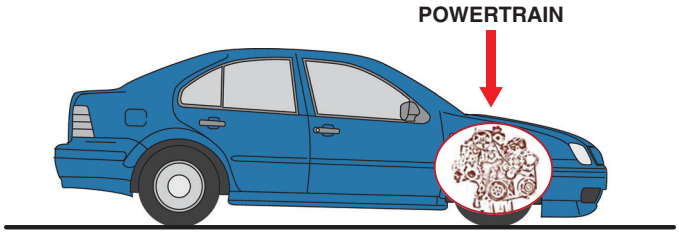

FIGURE 4–5 Front-wheel-drive vehicles have most of their weight over the front wheels.
- The result is that the front suspension compresses, the rear suspension extends, and the weight is transferred toward the front of the vehicle. ● **SEE FIGURE 4–4.**
that even when stopped, more than 50% of their weight is supported by the front wheels. This occurs because the engine, transmission, and most other heavy parts are located toward the front of the vehicle. ● **SEE FIGURE 4–5.**